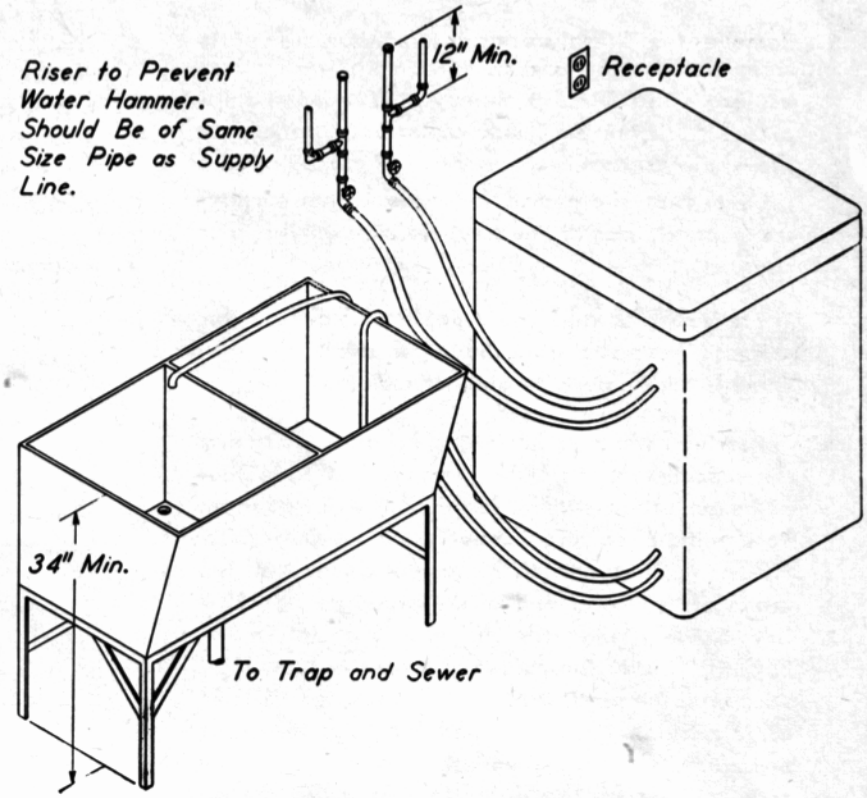

Figure 1.
1. Provide threaded faucets on Hot and Cold water supply lines within five (5) feet of the water inlets on the back of the machine.
2. SUDS RETURN MODELS — Provide a laundry tub of at least twenty (20) gallon capacity. The tub may be a double compartment type, as shown in FIGURE 1, or a single compartment type with a special standpipe assembly. Tubs are to be located directly at either side of the machine position as shown.